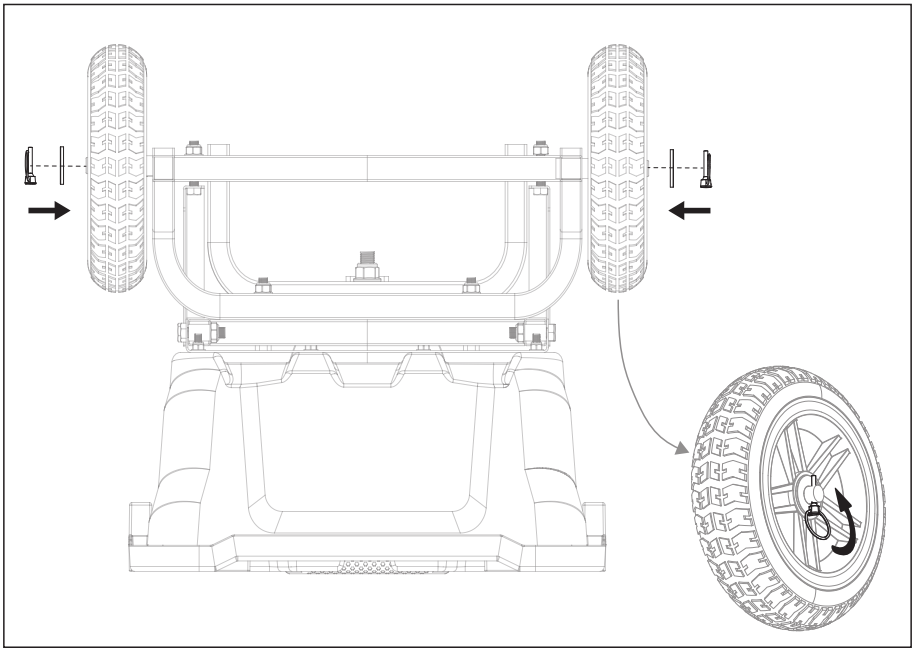

Fig.5
2. Round lynch pins are installed in incorrect orientation.	Realign the pin of the round lynch pin as shown in **Fig.5**